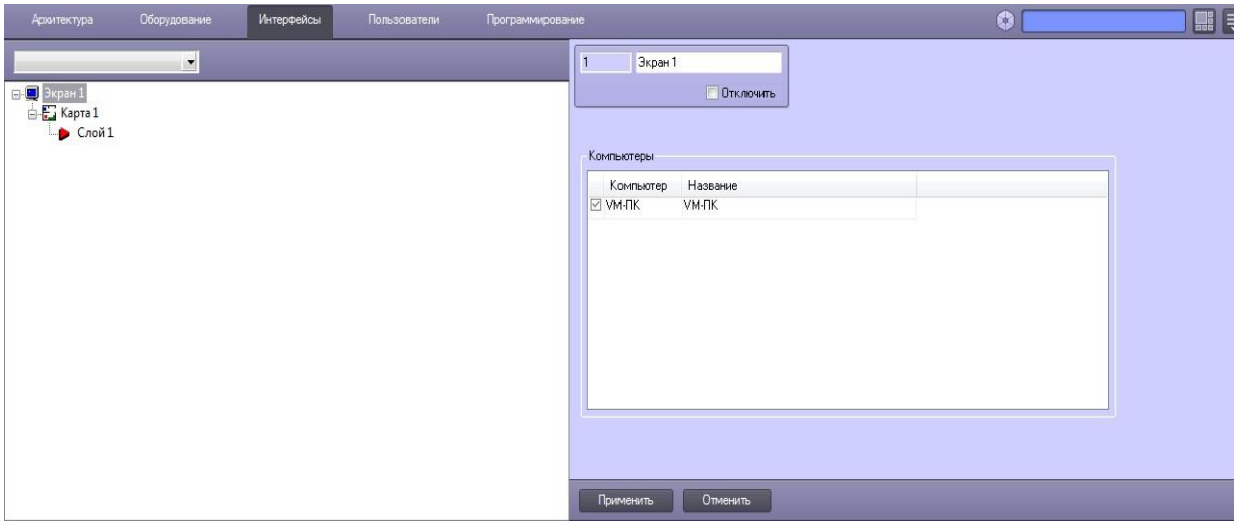

Рис. 10 Создание объекта «Слой»
- На базе карты создать **«Слой»** - Рис. 10